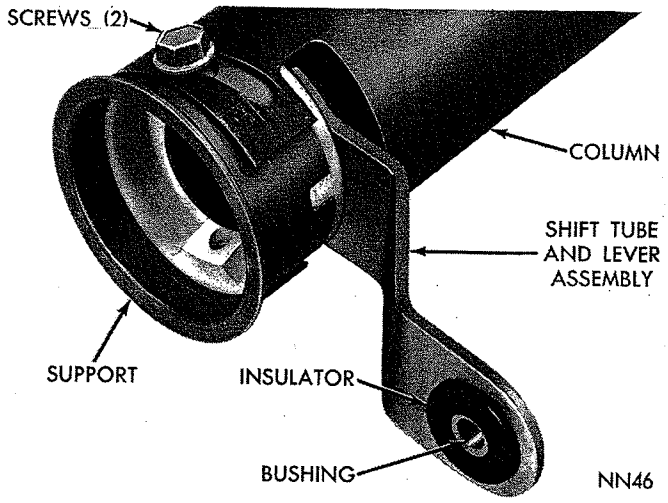
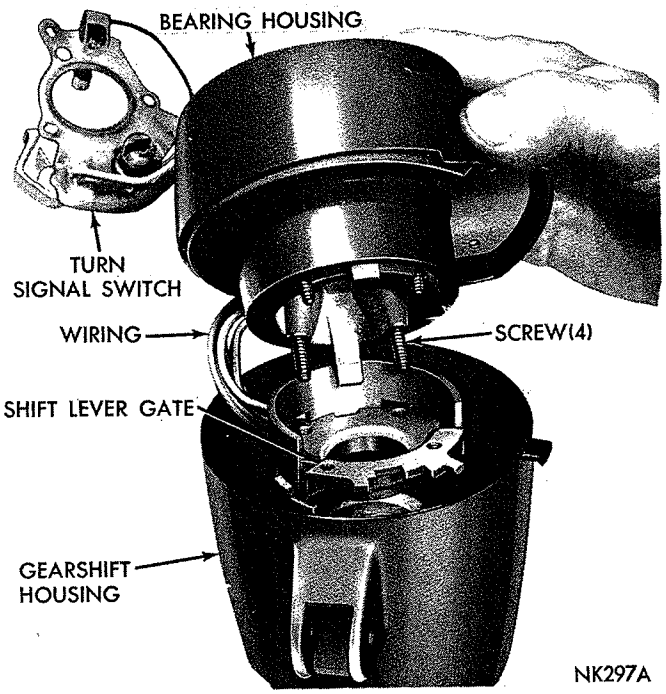

*Fig. 6—Steering Column—Lower End*
***Fig. 10—Disassembling or Assembling Upper End of Column (Valiant and Belvedere Models)***
(3) Remove two screws securing gearshift tube lever support in lower end of column (Fig. 6). Remove the support.
(6) Remove turn signal switch retainer from bearing housing and lift switch upward out of the way (Fig. 10 or 11). Remove four screws from inside bear-
(3) Install column upper bearing in bearing housing; make sure bearing is fully seated in the housing.
(4) With column jacket held upright, place gearshift and bearing housings on the jacket. Thread turn signal switch, horn and indicator lamp wires through the two housings, down into column jacket and out through proper opening on side of the jacket.
(5) Raise bearing housing and slide shift lever gate into upper end of the column jacket (Fig. 10 or 11). Place the four retaining screws in the bearing housing (note screw lengths Fig. 10 or 11). Lower bearing housing and progressively thread screws into shift lever gate, then tighten screws securely.
(6) Slide spacer and felt washer on the gearshift tube. Insert gearshift tube into the column. Align upper end of tube with gearshift housing and push tube firmly into the housing.
(7) Install gearshift tube lever support in lower end of column and start the two retaining screws (Fig. 6). Rotate support just enough to eliminate shift tube end play, then tighten screws to 30 inch-pounds.